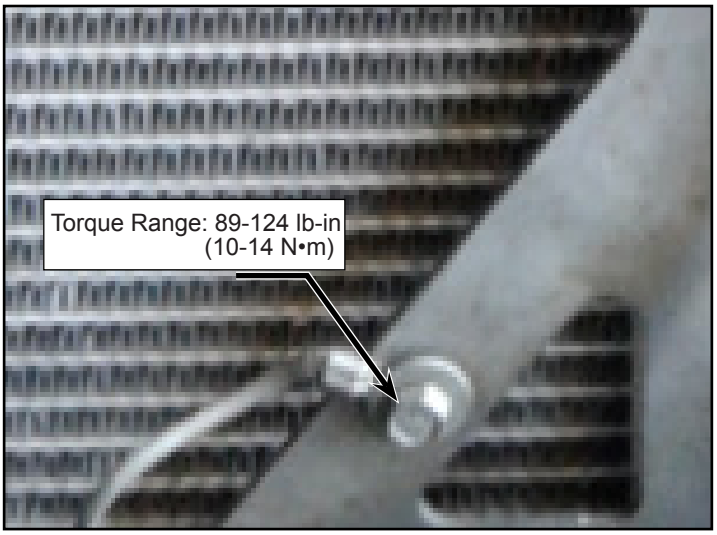

Figure 14 - Typical View of Ground Cable Connection
1.34. Install the second end of the ground cable to the frame (see Figure 14).